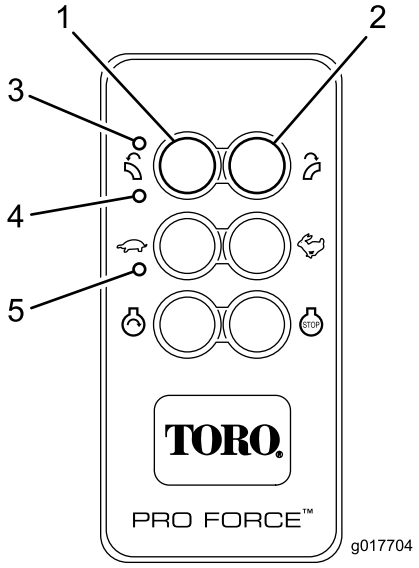

Rysunek 12
Pilot zdalnego sterowania włącza się po naciśnięciu dowolnego przycisku. Miganie diod TX oraz RX oznacza, że pilot sterujący jest włączony i komunikuje się z urządzeniem bazowym. W celu zmniejszenia zużycia energii pilot zdalnego sterowania pozostaje aktywny przez około trzy (3) sekundy, a następnie, jeżeli w ciągu trzech sekund nie zostanie naciśnięty żaden przycisk, automatycznie wyłącza się. Po upływie czasu i wyłączeniu się urządzenia wszystkie diody LED pilota przestają migać (Rysunek 12). Naciśnięcie dowolnego przycisku spowoduje ponowne uaktywnienie się pilota